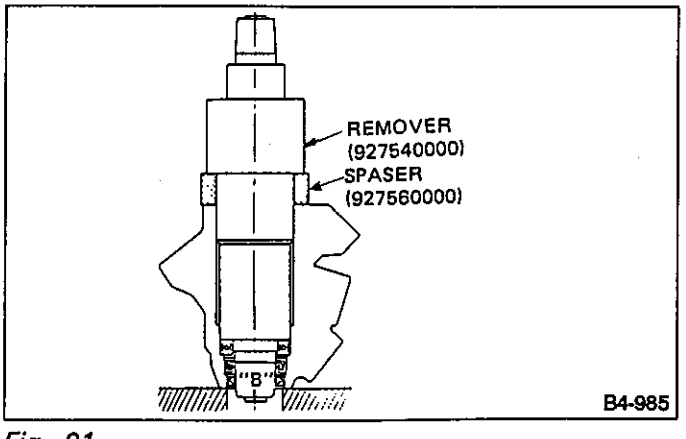

Fig. 91
(2) Using INSTALLER and press, install dust seal.
- **Face dust seal in the direction shown in Figure 91.**